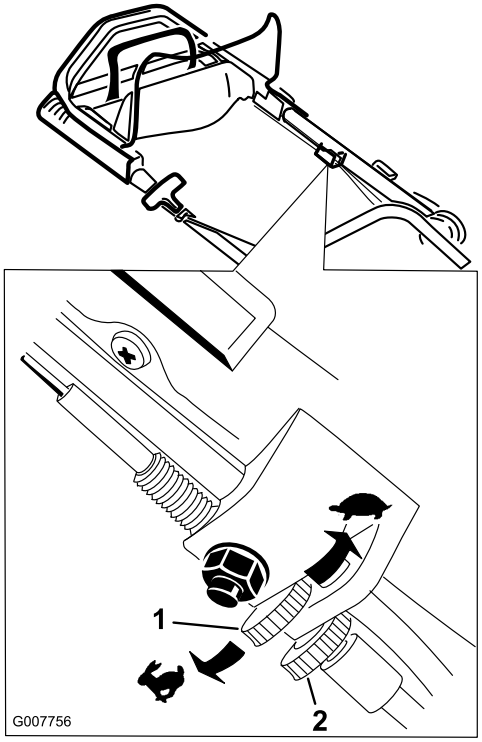

Bild 29
1. Lösen Sie die Sperrmutter mit der Hand (Bild 29).